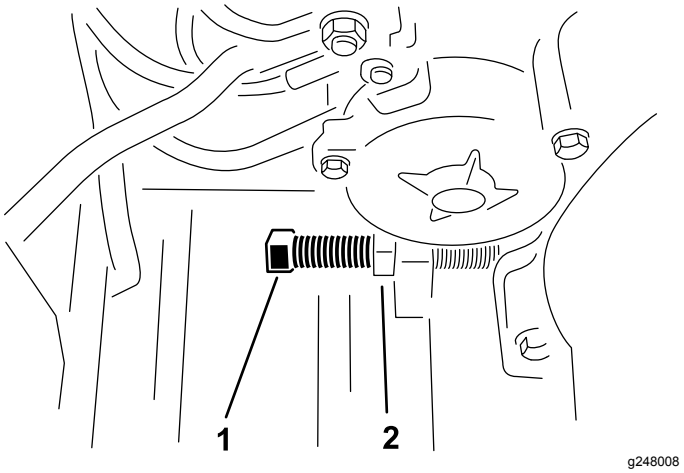

Figura 22
3. Desaperte a porca de retenção e rode a correia ajustando o parafuso até obter a tensão da correia pretendida (Figura 22).
5. Ajuste o motor de forma a que fique paralelo com a estrutura. Continue a apertar os parafusos de montagem do motor (Figura 22).